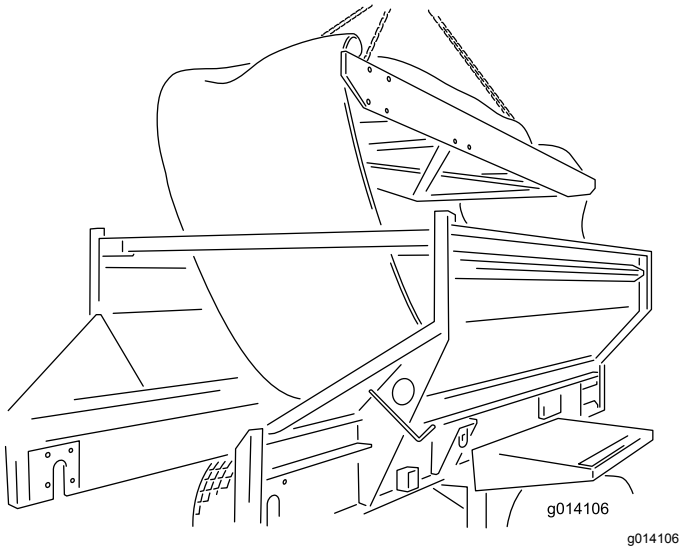

Figur 61
24. Afmonter indsatsen ved at løfte den ud fra toppen af maskinen. Anbring den på jorden (Figur 61).